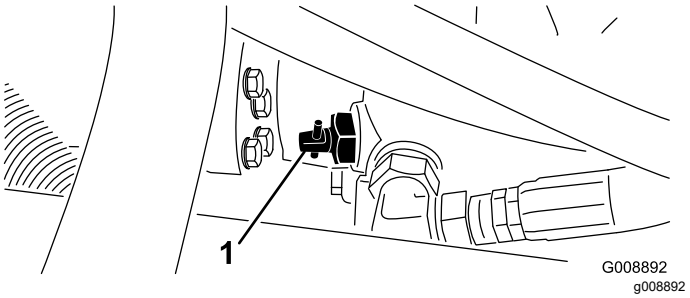

**Figur 41**
1. Finn pumpens omløpsventil (Figur 41) og vri den 90°.